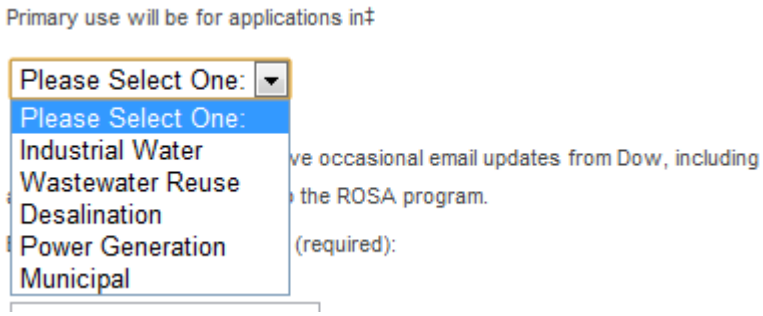

Figura 4.4: Usos principales de ROSA
- "Primary use will be for aplications in ‡": En este campo el usuario debe seleccionar el uso principal al que se dedicará el programa. Al clicar sobre la flecha se abrirá una ventana desplegable como la que se muestra en la figura 4.4: